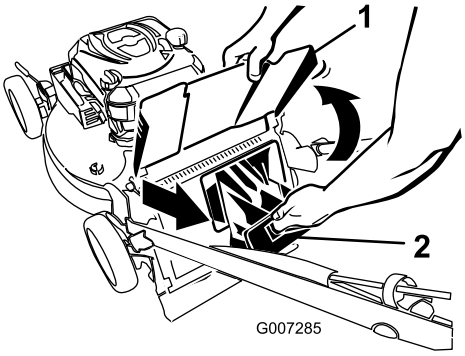

Figuur 22
2. Breng de afvoergeleider omhoog en houd deze omhoog (Figuur 22).
3. Trek de afsluiter van het achteruitwerpkanaal eruit (Figuur 22).